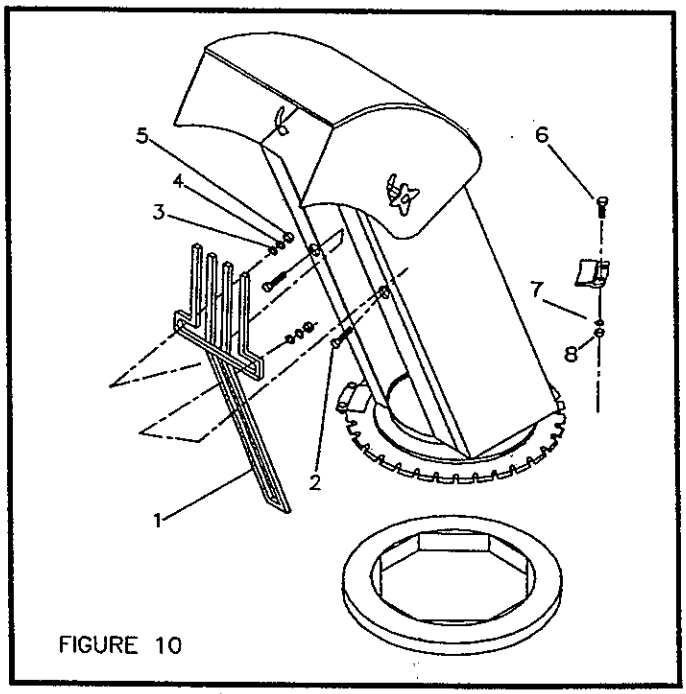
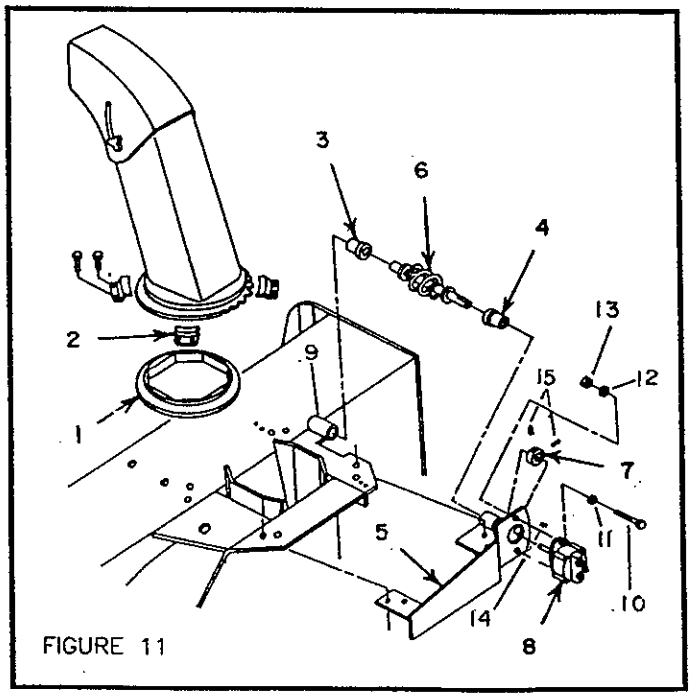

FIGURE 10
FIGURE 11
a) Install the hand guard (fig.10, item 1) on the chute with the top portion inside the chute and the bottom section outside chute base ring. Place two 1/4" x 3/4" bolts (fig.10 item 2) with the head on the outside of the chute, through the chute then through hand guard and secure each bolt with a flatwasher, lockwasher and nut (fig.10, items 3-4-5). Torque to 9-11 lbs. ft.
b) Place the plastic anti-friction insert (fig.11, item 1) over the chute base. Apply grease on top of this insert where it will contact the chute base.
c) Place the chute on the plastic insert and secure with four retaining plates (fig.11, item 2) using eight 1/4" x 3/4" bolts, lockwashers and nuts (fig.10, items 6-7-8). Do not tighten.
d) Insert the 1 5/16" long plastic bushing (fig.11, item 3) in the tube weldment (fig.11, item 9).
e) Insert the 1 11/16" long bushing (fig.11, item 4) in the rotation bracket (fig.11, item 5).
f) Install longest tube end of rotation worm (fig.11, item 6) in the bushing installed in the rotation bracket.
g) Insert locking collar (fig.11, item 7) over rotation worm.
i) Install hydraulic motor (fig.11, item 8) on rotation bracket and inside rotation worm. Secure the motor on the rotation bracket using two 3/8" x 1 1/4" bolts, flatwashers (on motor side), lockwashers and nuts (fig.11, items 10-11-12-13). Torque to 35-42 lbs/ft.
j) Install rotation bracket assembly on under side of chute base lip and bushing (fig.11, item 3) in tube weldment (fig.11, item 9). Secure assembly with the retaining plate bolts.
k) Securely tighten the two set screws in the locking collar (one over the key) (fig.11, item 15).